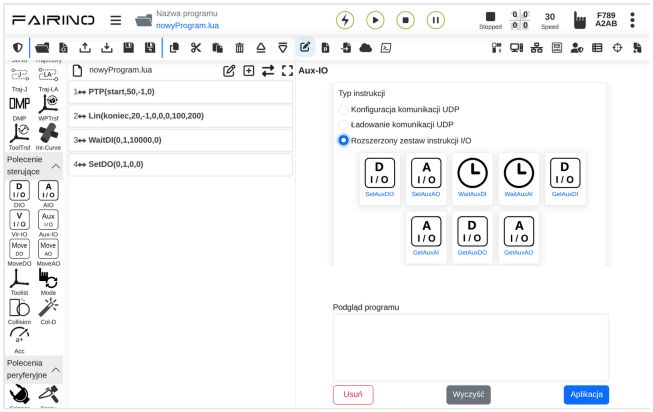

Rys. 59. Polecenie Aux-IO w grupie Polecenie sterujące (po lewej) i jego okno z poleceniem SetAuxDO. W oknie programu jest inny, przykładowy program.
4. Utwórz nowy program (instrukcja 02, rozdział 6). Dodaj polecenia z grupy **Polecenie sterujące** *(Control command)* → **Aux-IO** → **Rozszerzony zestaw instrukcji I/O** *(AuxIO Command List)* → **SetAuxDO** (rys. 59). W oknie SetAuxDO wybierz numer wyjścia i stan: włączone (True) albo wyłączone (False). Kliknij **Dodaj**, a potem **Aplikacja**. Linie `WaitMs(1000)` dodasz poleceniem **Wait** (grupa **Instrukcja logiczna**, czas 1000 ms; instrukcja 02, rozdział 9). Program możesz też wpisać w widoku kodu Lua (ikona **Zmiana trybu** nad oknem programu, instrukcja 02, rozdział 7).